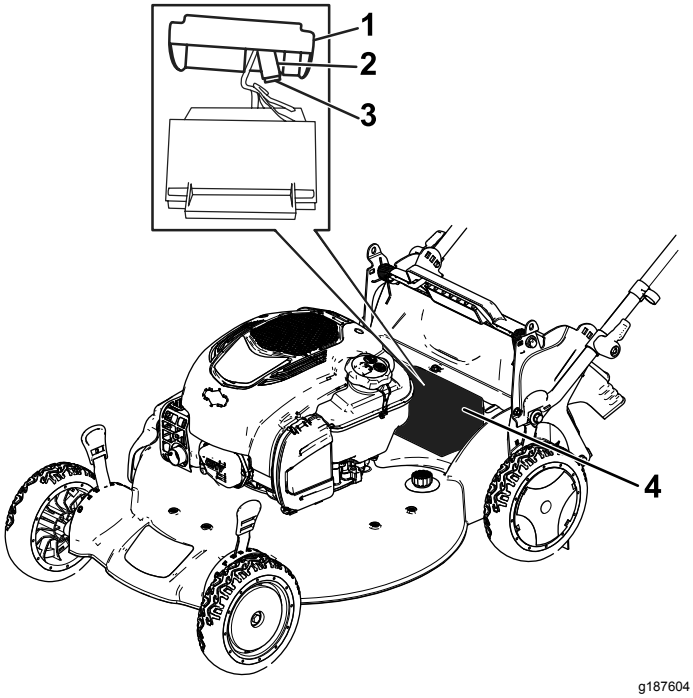

Figur 36
1. Fjern dækslet fra batterirummet (Figur 36).
2. Træk batteriet ud, og find sikringen (Figur 36).
3. Sæt en ny sikring i sikringsholderen (Figur 36).
4. Monter dækslet over batterirummet (Figur 36).